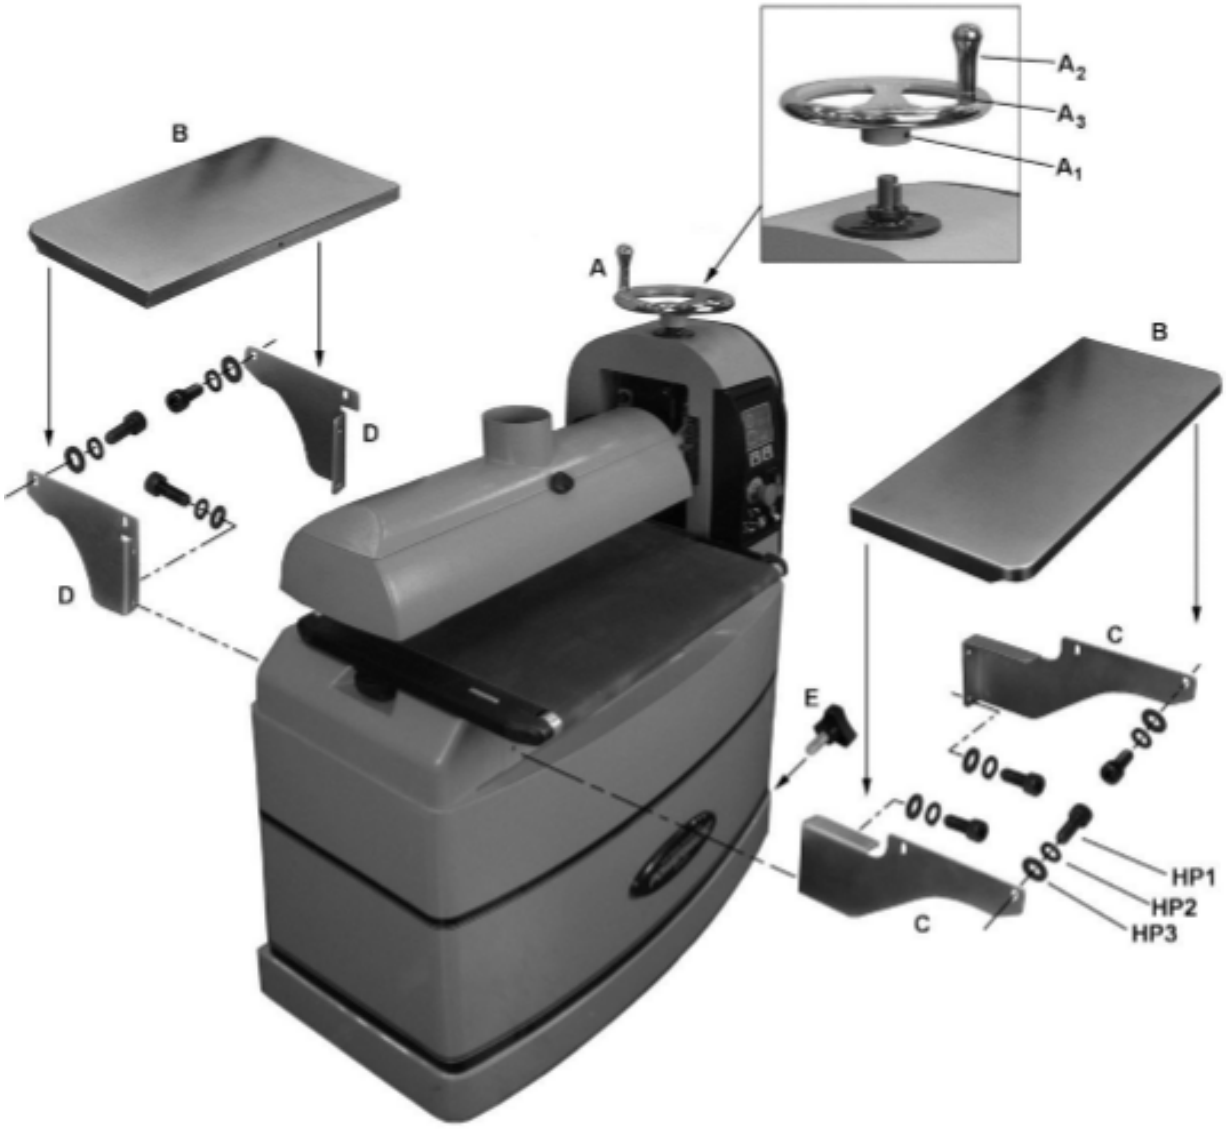
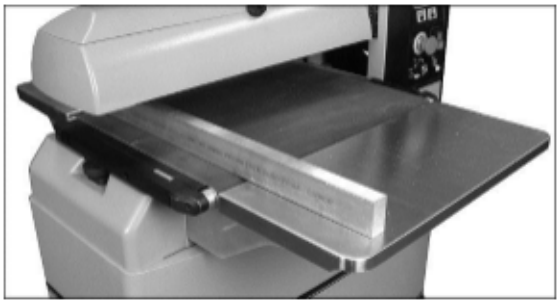

Рис. 2
Рис. 3
См. Рис. 2.
1. Ослабьте установочный винт (A_1, Рис. 2) и насадите маховик (A, Рис. 2) на вал до упора. Убедитесь, что установочный винт находится напротив шпонки вала. Затяните установочный винт с помощью 4 мм шестигранного ключа.
2. Установите на маховик рукоятку (A_2, Рис. 2) и затяните с помощью 14 мм гаечного ключа, поместив его на лысках (A_3).
1. Прикрутите кронштейны столов (C, D, Рис. 2) к основанию станка с помощью винтов M8 и шайб (HP1, HP2, HP3). Затяните винты с помощью 6 мм шестигранного ключа.
ПРИМЕЧАНИЕ: Более длинный кронштейн (C) смонтируйте со стороны подачи заготовки, более короткий (D) – со стороны разгрузки. Для каждого из столов имеются два кронштейна – правый и левый. Для соблюдения правильной ориентации кронштейнов см. Рис. 2.
2. Установите удлинение стола (B) на кронштейны (C), а также вставьте винты и шайбы (HP1, HP2, HP3). Примечание: на данном этапе не затягивайте винты.
3. Положите поверочную линейку на настил транспортера и удлинение стола. См. Рис. 3.
Прикрутите ручки фиксации колес (E, Рис. 2) через резьбовые отверстия с боковой стороны тумбы.